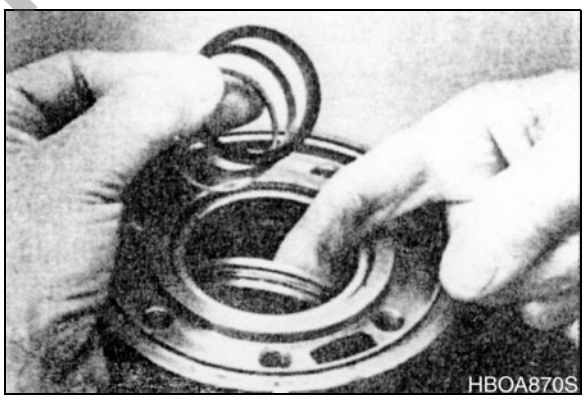

Figure 26
Remove seal (16), backup washer (17), and backup washer (25) from Large Frame, Series MB and ME Torqmotor™ housing by working them around unseated thrust washers (14) and thrust bearing (15) and out of the housing. Discard seal and washers. See Figure 26.